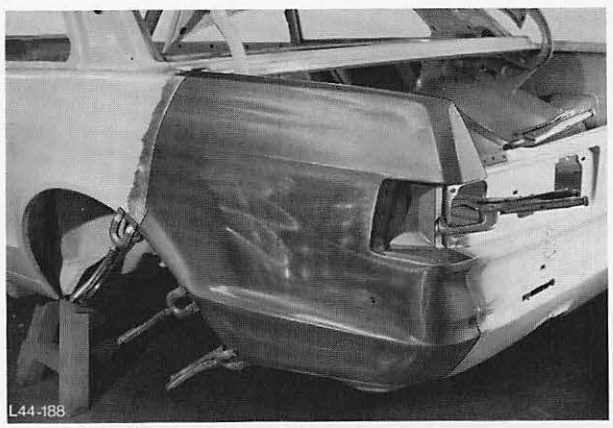

Abb. 185 Neuteil anpassen und mit Spannzangen befestigen
13. Teileinsatz von Seitenwand (Neuteil) abtrennen, anpassen und eventuell etwas nachschneiden, Abb. 185.